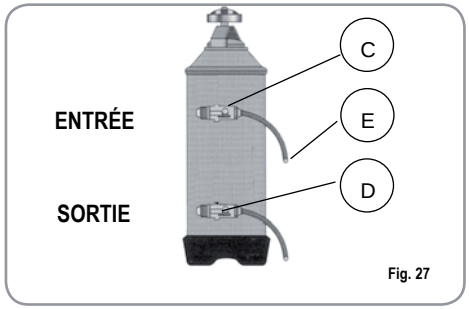

Fig. 27
1) Éteindre la machine et placer un récipient d'une capacité d'au moins 5 litres sous le tube E (Fig. 27).